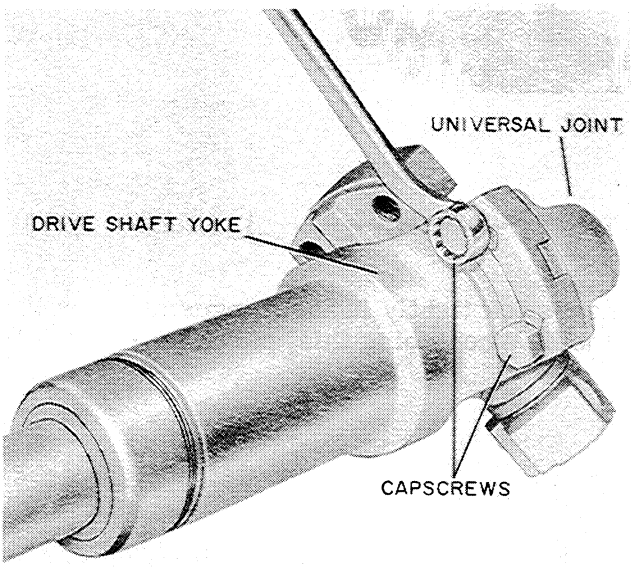

Figure T-84
2. Remove the capscrews that hold the universal joint to the drive shaft yoke, Figure T-84.